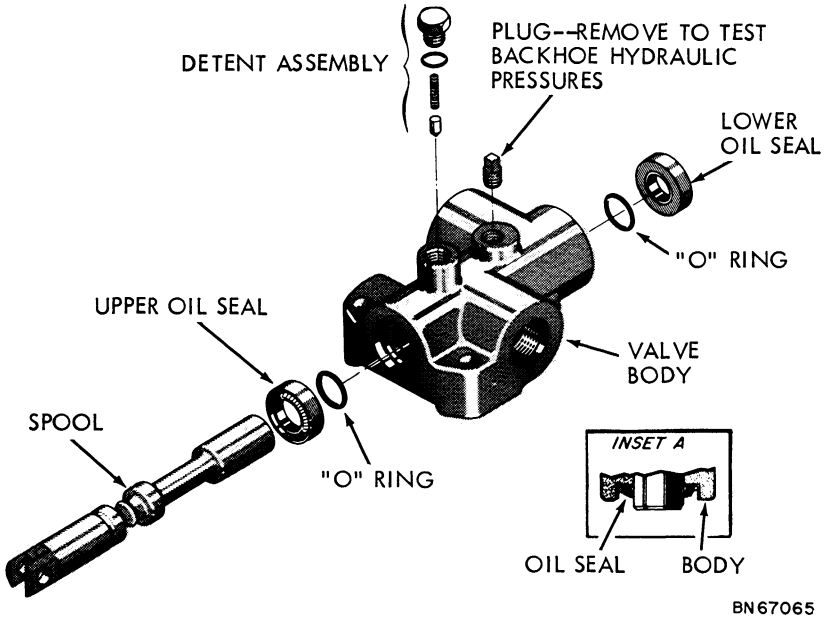

Figure 3D-80 - Exploded View of Diverter Valve
2. Install new upper and lower oil seals with the lips pointing outward, away from the center of the valve. See Inset A, Figure 3D-80.